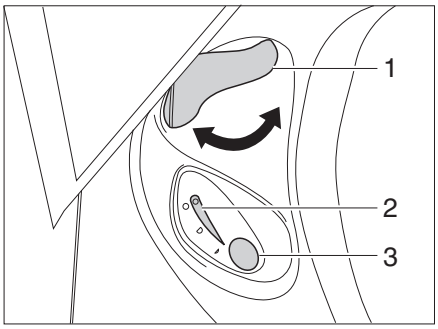

Fig. 143 Operating unit Thetford toilet
- Before flushing open the sliding trap of the Thetford toilet. To do this, turn the slide lever (Fig. 143,1) anticlockwise.
- For flushing, press the blue flush button (Fig. 143,3).
- After flushing close the sliding trap. To do this turn the slide lever (Fig. 143,1) clockwise.
The indicator lamp (Fig. 143,2) goes on whenever the Thetford cassette has to be emptied.
- Turn the slide lever (Fig. 143,1) clockwise. The sliding trap is closed. To empty, the sliding trap in the Thetford toilet **must** be closed.